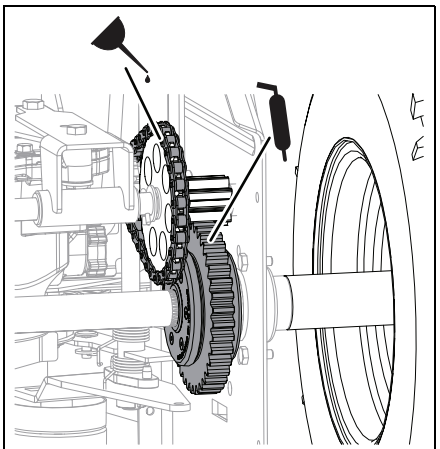
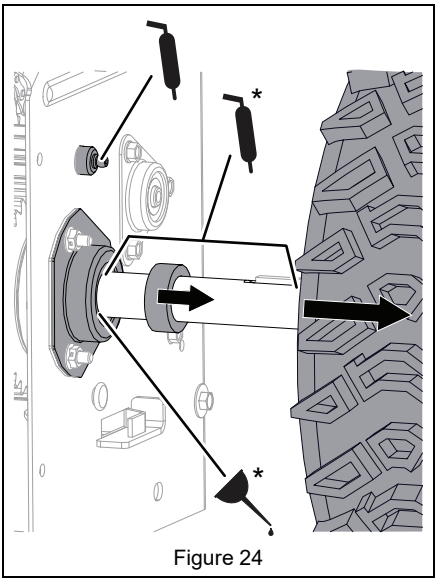

Figure 23
Figure 24
2. Lubricate as shown in Figure 23 and Figure 24.